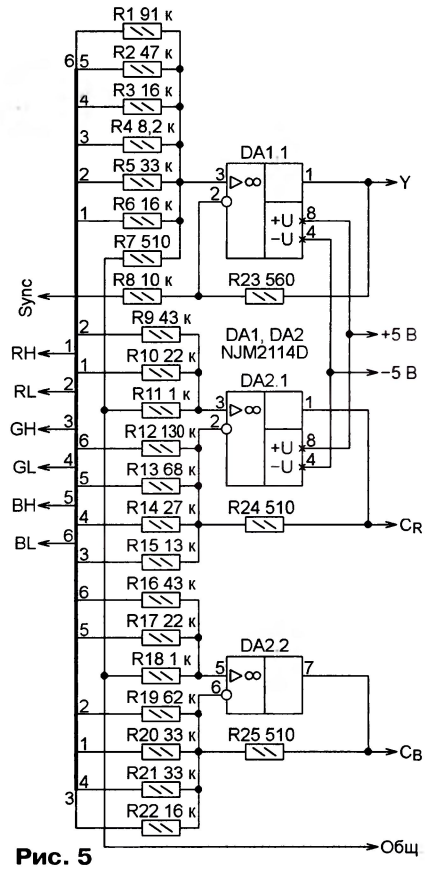

**Рис. 5**
**Преобразователь цифровых сигналов RGB в аналоговые $YC_RC_B$ (рис. 5 <http://picavr.uunyan.com/experiment2_64component.html>).** На входы этого устройства поступают цифровые сигналы цветности R, G, B. Каждый из них представлен двумя двоичными разрядами, обозначенными индексами L (младший) и H (старший). Это позволяет синтезировать изображение, имеющее 64 оттенка цвета. Чтобы получить выходные аналоговые сигналы Y (яркость) и $C_R$, $C_B$ (цветовые компоненты), аналого-цифровое преобразование совмещено с вычислением по формулам: